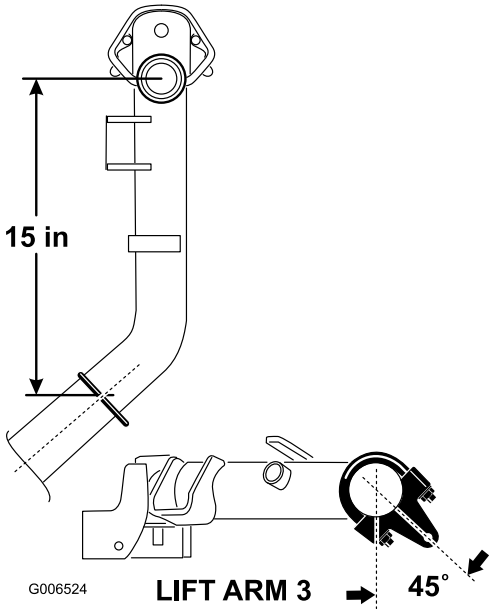

Bild 10
2. Positionieren Sie die Halterungen und U-Schrauben an den Hubarmen Nr. 2 und Nr. 3 381 mm hinter der Mittellinie des Kreuzgelenks (Bild 10). Drehen Sie die Halterungen um 45 Grad zur Außenseite der Maschine.